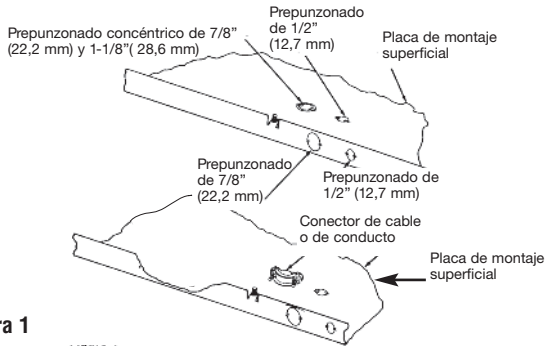

Figura 1
2. Extraiga la placa de montaje superficial (Figura 1) de la caja que contiene el gabinete de montaje superficial tipo SEA.
3. Retire uno de los troqueles que están cerca del tornillo de puesta a tierra e instale un conector de cables o conductos (Figura 1).